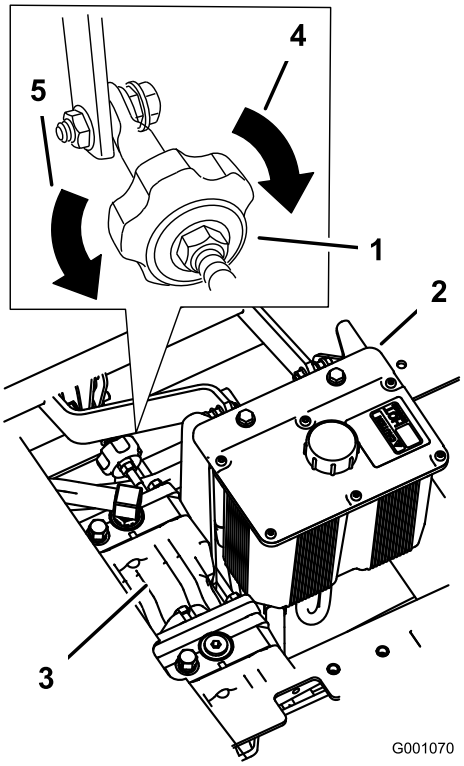

Figur 47
4. For å få maskinen til å gå til høyre, drei knotten mot høyre side av maskinen. Se Figur 47.
5. For å få maskinen til å gå til venstre, drei knotten mot venstre side av maskinen. Se Figur 47.